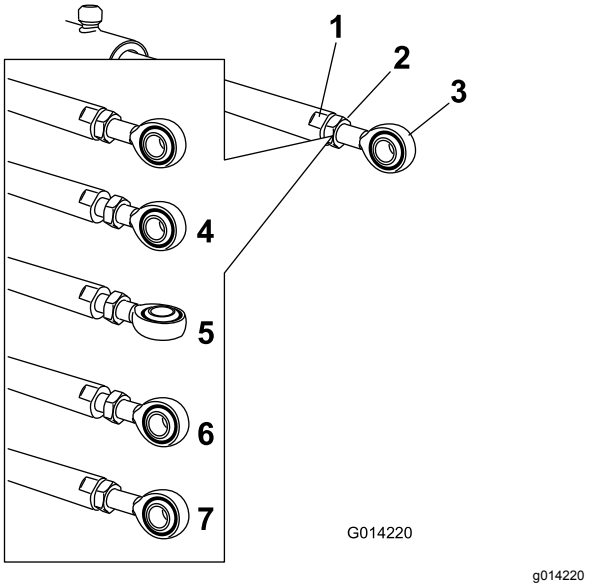

**Figur 35**
5. Brug en skruenøgle på de flade sider af aktuatorstangen at gøre den ubevægelig, og løsn derefter kontramøtrikken, så øjestangen kan manipuleres (Figur 35).
6. Drej øjestangen i aktuatorstangen, så den forlængede aktuator forkortes eller forlænges til den ønskede position (Figur 35).